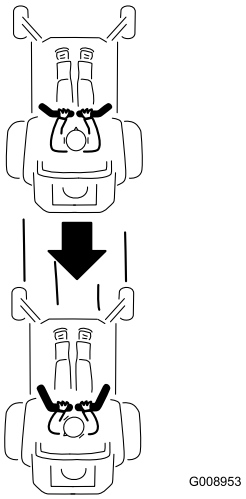

Figuur 17
2. Om achteruit te rijden, kijkt u achteruit en naar beneden terwijl u de rijhendels langzaam achteruit trekt (Figuur 17).
Om in een rechte lijn te rijden, moet u gelijke druk uitoefenen op beide rijhendels (Figuur 17).